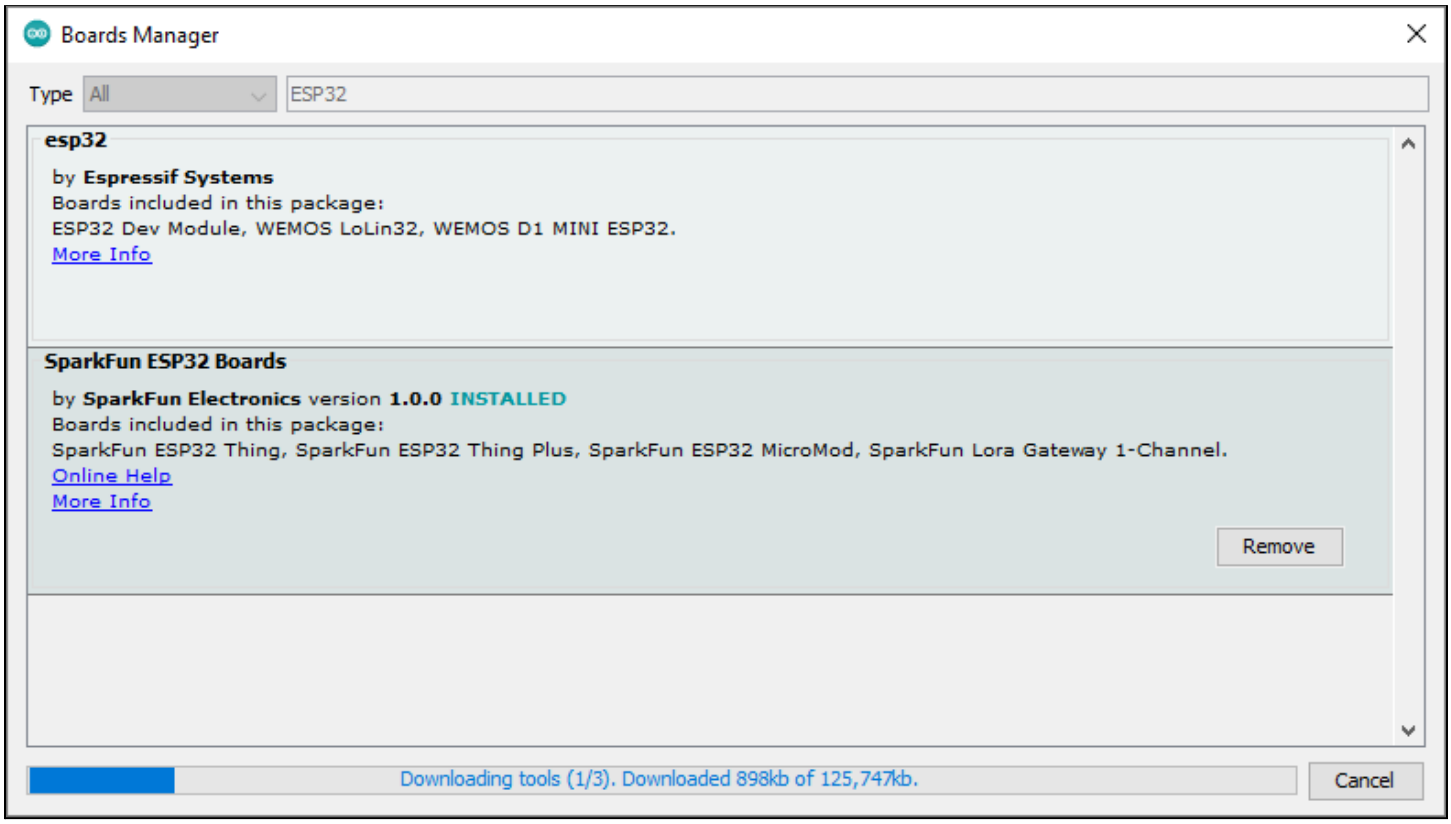

***Figure 6: Arduino boards manager screenshot***
- After adding the Additional Board URLs, go to Tools>Boards>Boards Manager and search for ESP32. Install the Sparkfun ESP32 Boards and esp32 options as shown in Figure 6 below. Click the Install button next to each of the two boards.